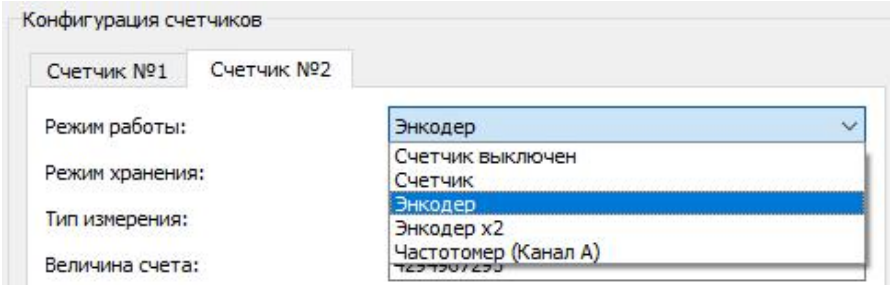

Рисунок 2.9 - Окно конфигурирования счётчиков МВС
– «Режим работы» - доступные режимы (см. рисунок 2.9): «Счетчик выключен», «Счетчик», «Энкодер», «Энкодер x2», «Частотомер (Канал А)». Подробное описание каждого режима работы описано выше в настоящем документе;